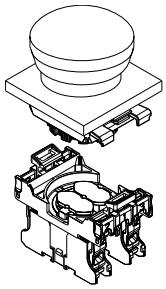

Fig. 6
5. Montaje del portacontactos premontado en la brida de montaje (véase fig. 6): Luego el portacontactos tiene que encajar en un lado de la brida de montaje. A continuación debe repetirse este proceso en el lado opuesto.